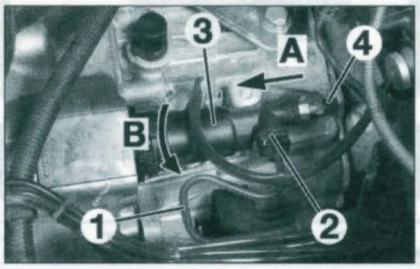

FIGURE 2-1
• Placer un récipient afin de récupérer le liquide de frein qui peut s'écouler sous le tuyau hydraulique (1).
• Écarter, sans la déposer, l'agrafe de retenue (2) du tuyau sur le cylindre récepteur (3) **(figure 2-1)**.
• Écarter le tuyau hydraulique (1).
• Déverrouiller le cylindre récepteur (3) suivant l'ordre des flèches «A» et «B».
• Après avoir retiré le capuchon, accoupler un tuyau transparent sur la vis de purge (4) du cylindre récepteur (3) **(Figure 2-1)**.